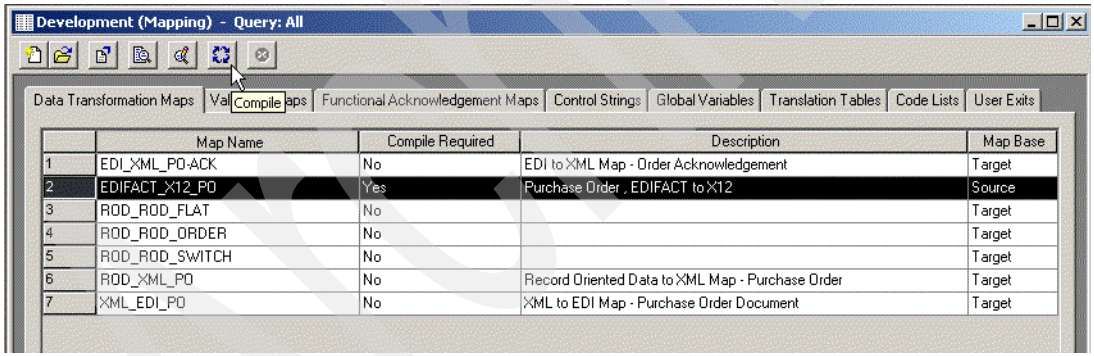

Figure 21-4 Compiling the sample map
4. After the map is loaded, it needs to be compiled. From the Development database view, **Data Transformation Map** tab, highlight **EDIFACT_X12_PO** and select **Compile** (Figure 21-4).